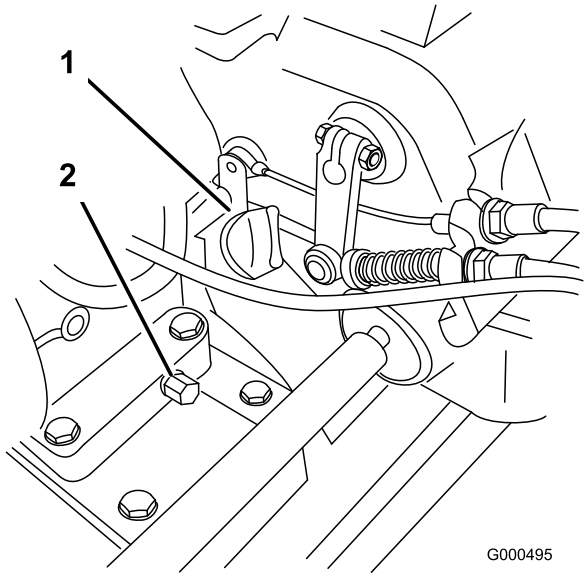

Figure 25
1. Enlevez les roues de transport (le cas échéant), positionnez le plateau de coupe pour que le moteur soit de niveau, et nettoyez la surface autour de la jauge (Figure 25).
2. Placez un bac de vidange sous le bouchon de vidange à l'arrière de la machine (Figure 25). Enlevez le bouchon de vidange.